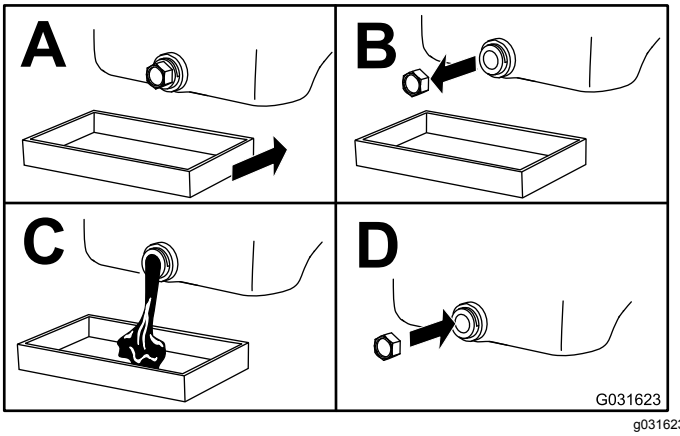

Figuur 33
3. Ververs de olie (Figuur 33).